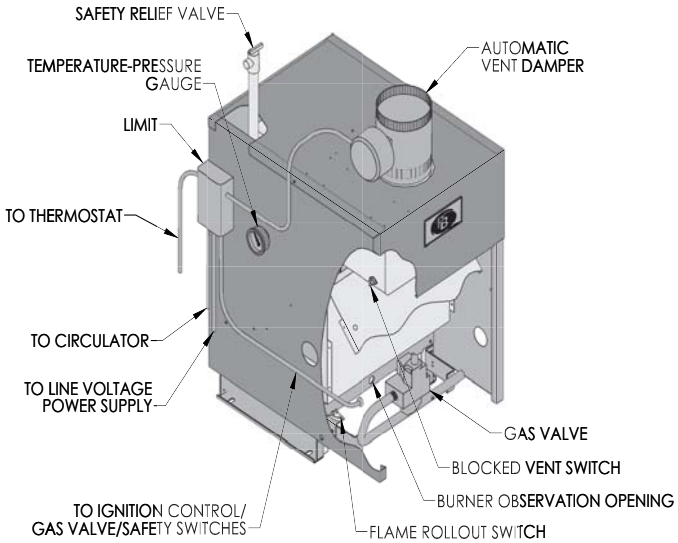
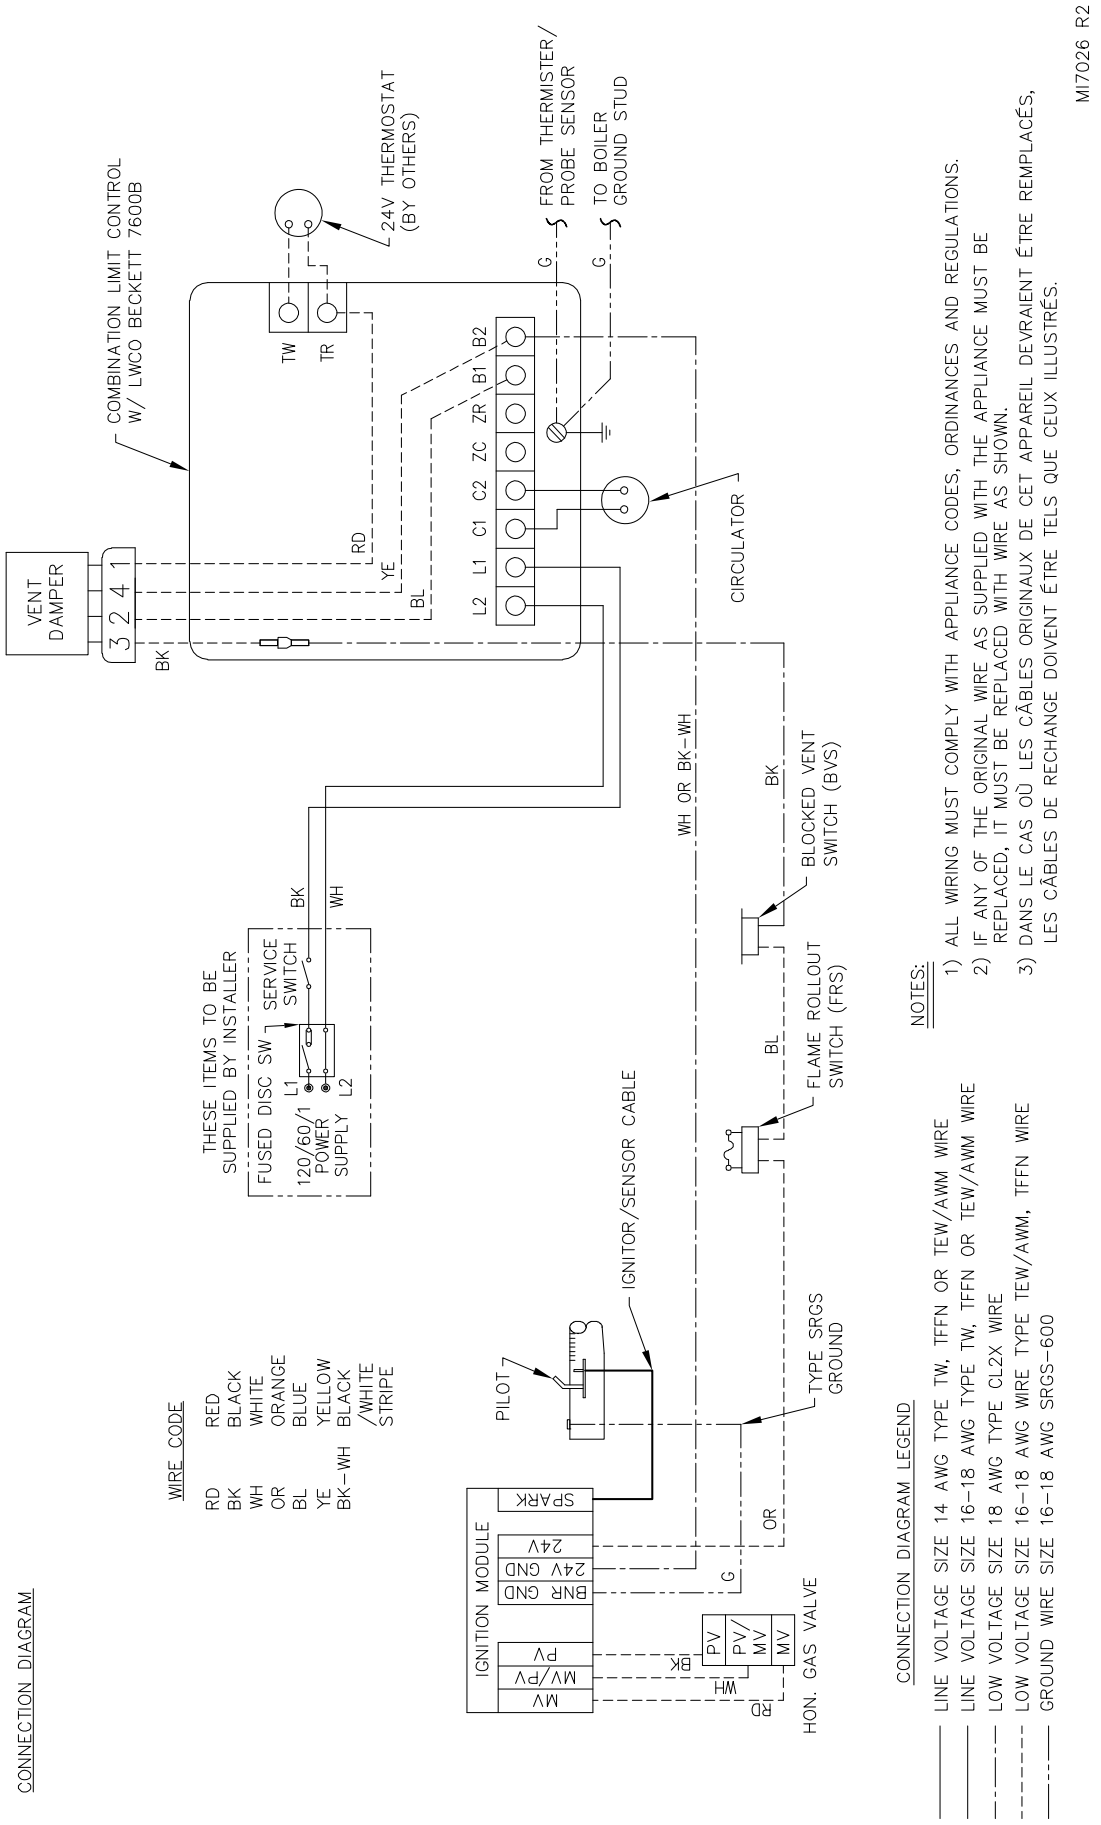

Figure 6.1: Wiring, Controls and Safety Devices
Figure 6.2: Wiring Diagram – Intermittent Ignition 7600B Control
1. See Figure 6.1 for location of wiring and controls. Use Figures 6.2 and 6.3 to connect the boiler to a power supply and to connect components to the boiler.
3. Connect the vent damper harness to the damper motor as shown in Figure 6.1.
1. For proper location of controls and accessories refer to Figure 6.1 and Section 11.
13. Use the sequence descriptions in Figures 6.2, 6.3 and 6.4 in Section 6 (Electrical) to follow light-off and shutdown sequences and to assist in diagnosing problems. If the boiler does not function properly, consult Section 8, Troubleshooting.
See Figure 6.1 in Section 6 (Electrical) for locations of these devices.